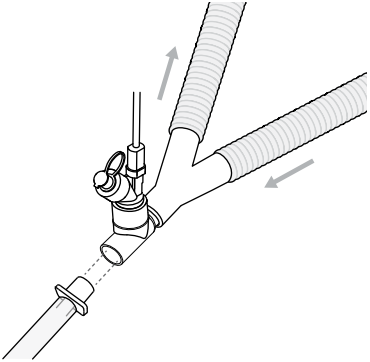

Rysunek 8. Umieszczenie nebulizatora Aerogen Solo między trójnikiem a rurką intubacyjną.
3. Nebulizator Aerogen Solo można umieścić między trójnikiem a rurką intubacyjną (patrz Rysunek 8). Nebulizatora Aerogen Solo można używać z wymiennikiem ciepła i wilgoci (ang. Heat and Moisture Exchange, HME), który może być wyposażony w filtr.